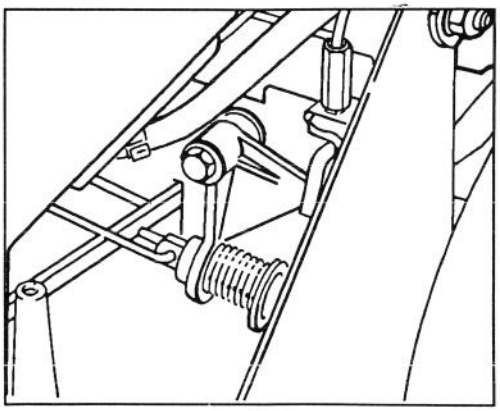

Bild 29
4. Etwaigen Schmutz hinter der Platte entfernen (Bild 29).